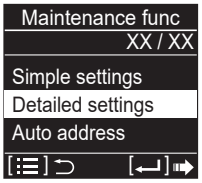

Fig. 4-12-2-3
(3) Select the “Unit no.” (Fig. 4-12-2-4) by pressing the ∨ or ∧ button.